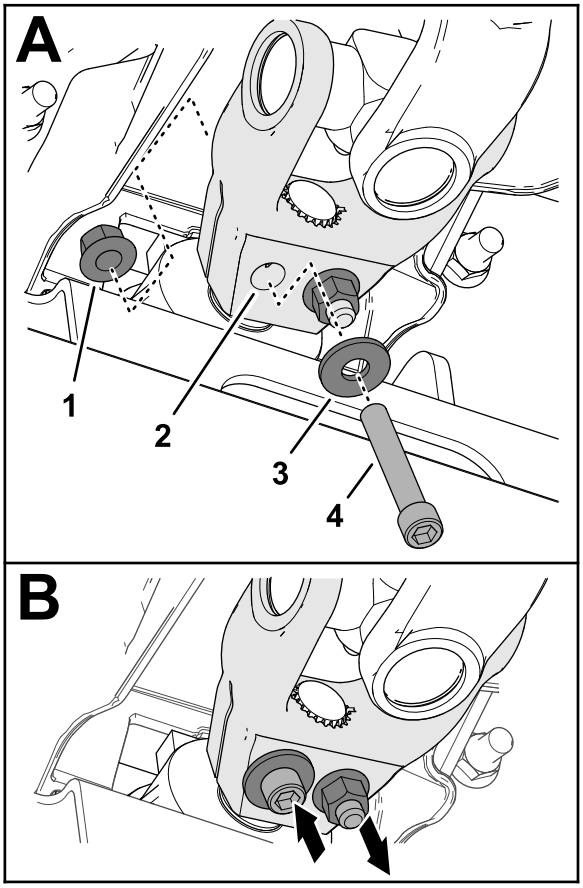

Figure 19
6. Insérez une vis à tête creuse (⅜ x 2¼ po) dans une rondelle (⅜ po) et dans le trou de la chape de l'arbre d'entraînement (Figure 19), et fixez la vis au moyen d'un contre-écrou à embase (⅜ po).
7. Insérez une vis à tête creuse (⅜ x 2¼ po) dans une rondelle (⅜ po) et dans le trou de la chape de l'arbre d'entraînement (Figure 19) par l'autre côté, et fixez la vis au moyen d'un contre-écrou à embase (⅜ po).